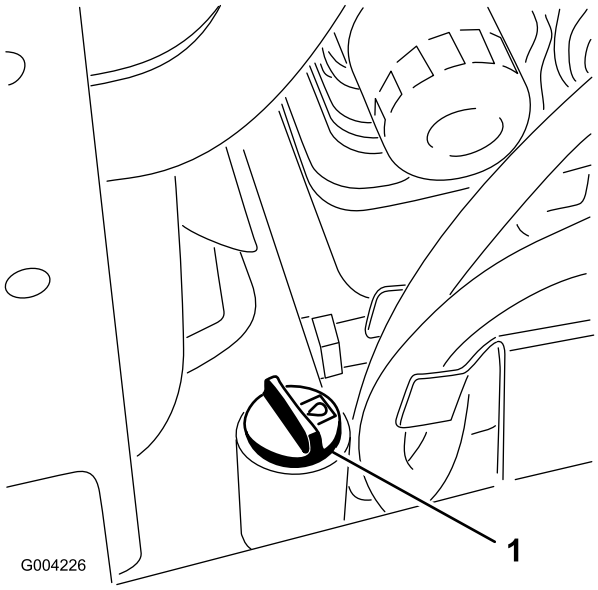

**Figur 18**
5. Gör rent omkring påfyllningsröret och hydraultanklocket (Figur 18).